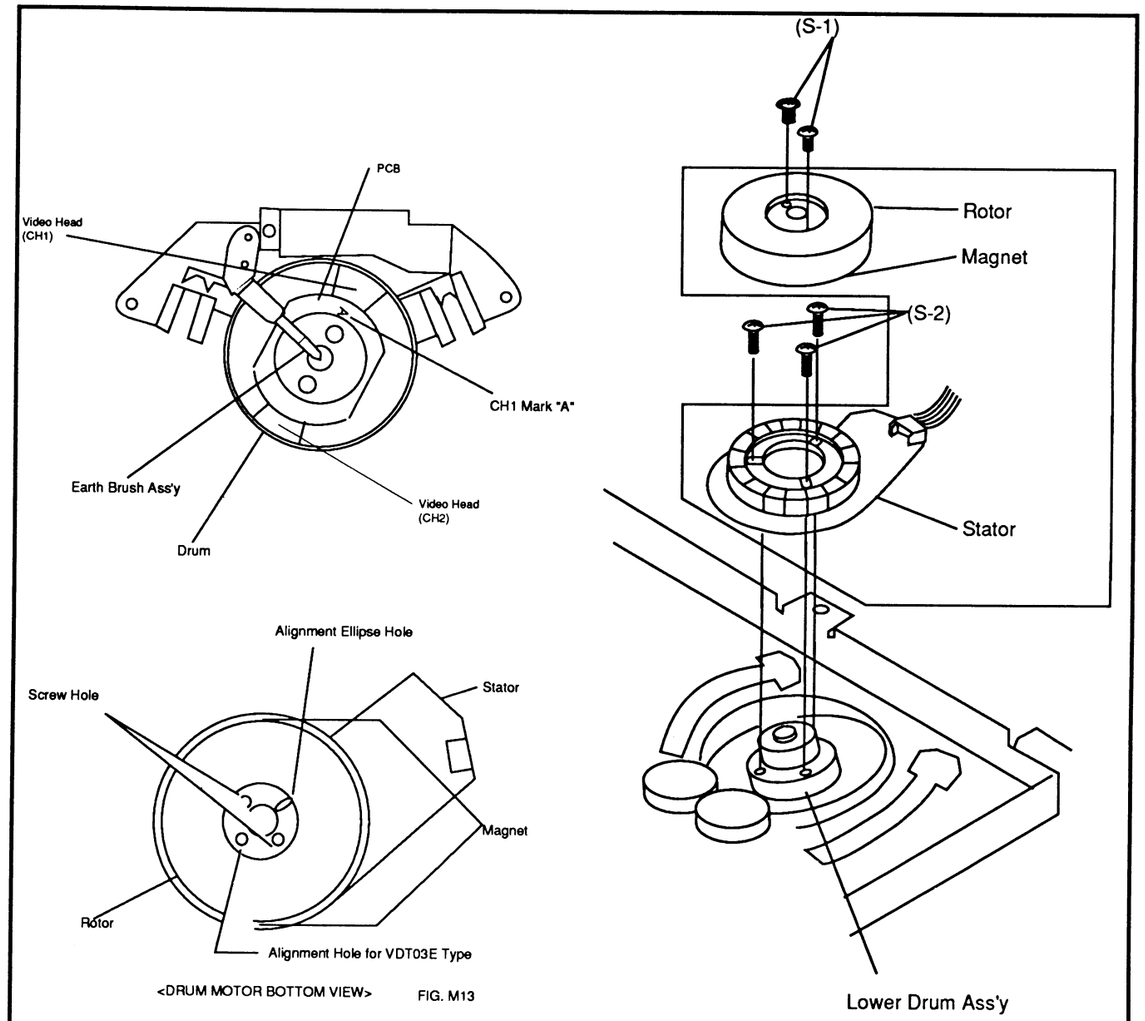

Fig. M13
6. Connect the P.C.B. Assembly DM to the stator of DRUM MOTOR. (Refer to Fig. M13.)